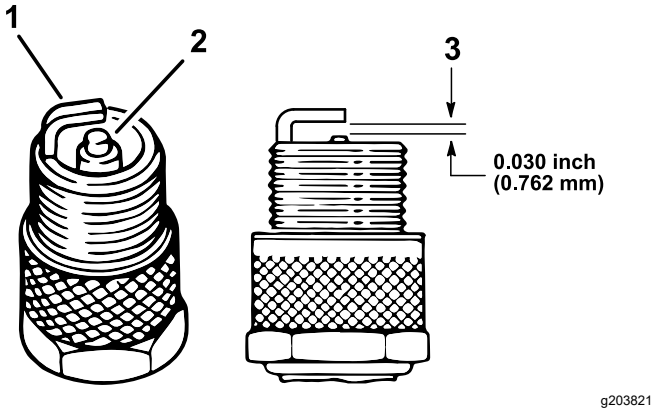

**Figura 38**
4. Compruebe el estado del electrodo lateral, el electrodo central y el aislamiento del electrodo central para verificar que no están dañados (Figura 38).
5. Ajuste la distancia entre los electrodos central y lateral a 0,762 mm, tal y como se muestra en la Figura 38.